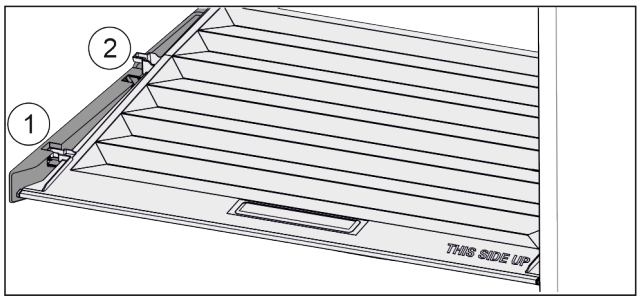

Fig. 43
▶ Tirer le couvercle vers l'avant jusque dans l'orifice des pièces de retenue *Fig. 43 (1)*.
▶ Le soulever par le bas à l'arrière et le sortir par le haut *Fig. 43 (2)*.